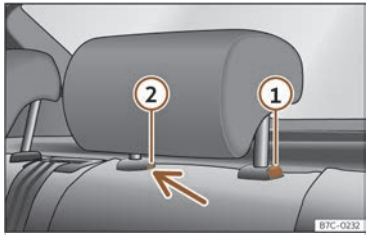

Abb. 72 Kopfstütze hinten ausbauen.
- Drücken Sie die Taste ››› **(Abb. 72)** ① sowie gleichzeitig mit einem Schlitzschraubendreher (Breite max. 5 mm) in die Öffnung der Verriegelung ② und ziehen Sie die Kopfstütze heraus.